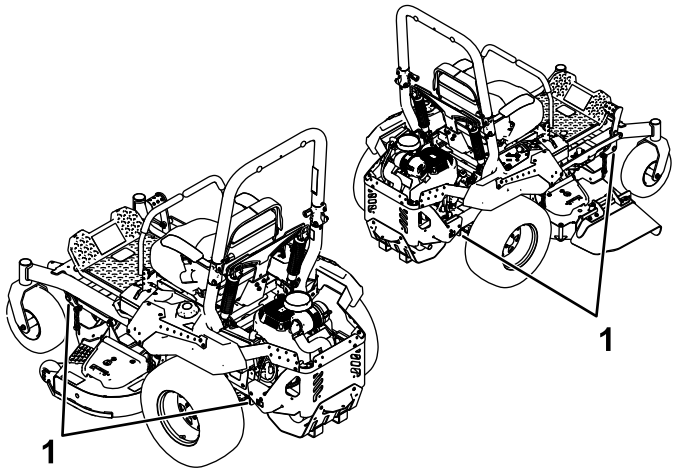

Figure 36
6. Arrimez la machine près des roues pivotantes avant et du cadre arrière à l'aide de sangles, chaînes, câbles ou cordes (Figure 36). Voir la réglementation locale concernant les exigences en matière d'arrimage.